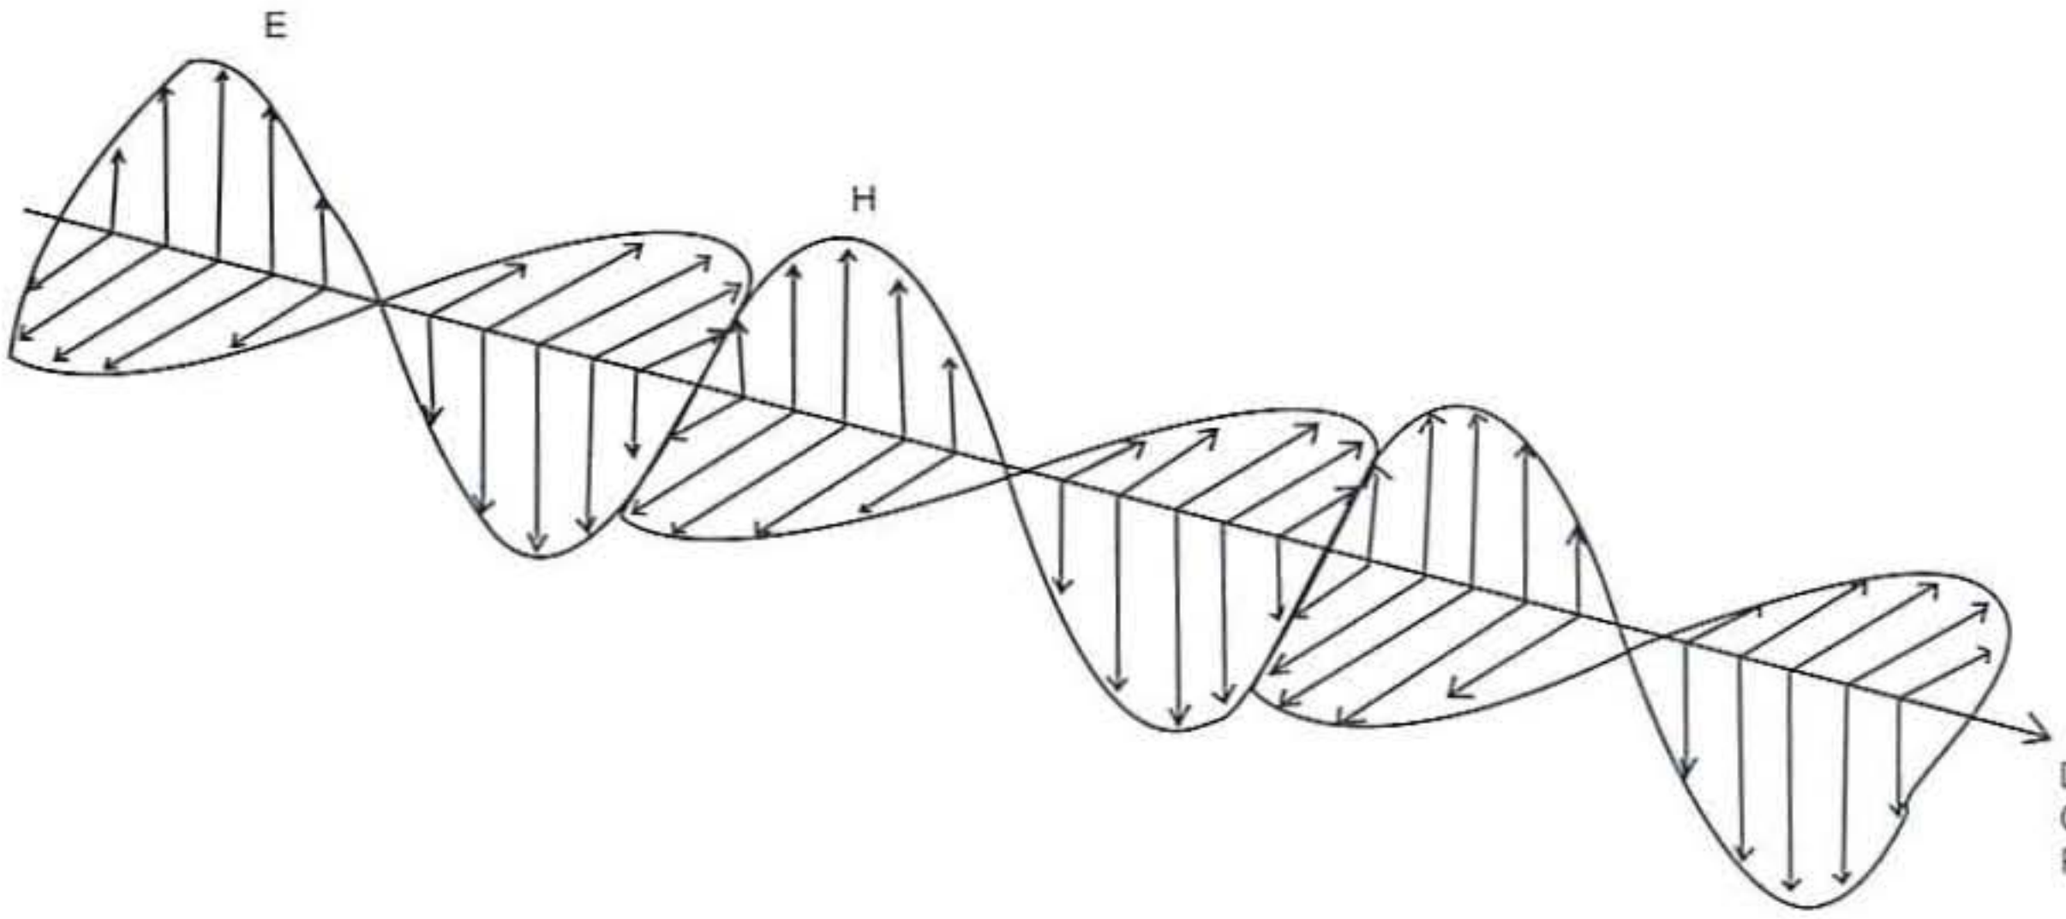
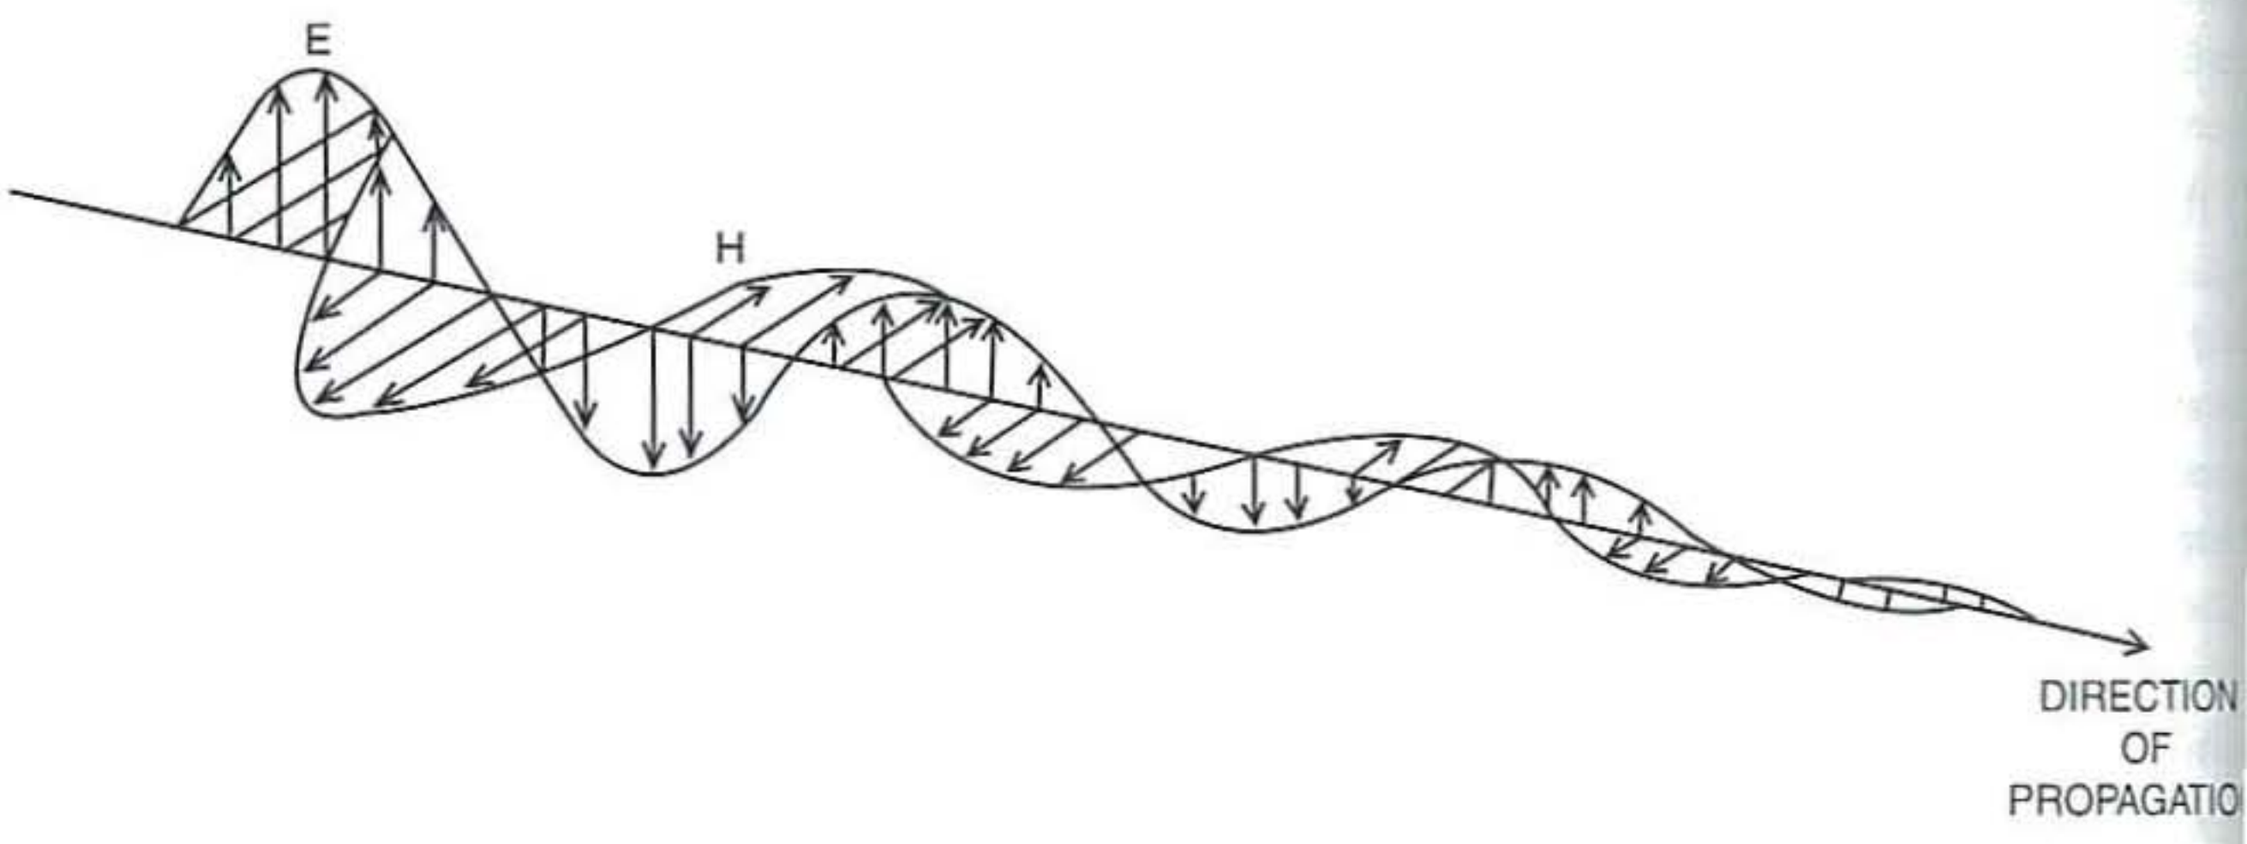

Figure 7-1 *Radiation field propagation*
Figure 7-2 *Induction field propagation*
A brilliant young Scotsman, James Clerk Maxwell, solved this riddle in 1861 by proposing that the equations of electricity needed one more term to represent an electric current that could travel through empty space, but only for very fast oscillations. With that term added (the *displacement current*), the equations of electricity and magnetism allowed a wave to exist, propagating at the speed of light. Figure 7-1 illustrates such a wave—(H) is the magnetic part, (E) the electric part—the term Maxwell added. The wave is drawn propagating just along one line. Actually it fills space, but it would be hard to draw that. An electromagnetic wave is comprised of two fields: a magnetic field (H) and an electric field (E). These combined two fields radiate into space.
The electric field contains three components, one of which is inversely proportional to the distance from the antenna, $1/r$; a second, which is inversely proportional to the square of the distance, $1/r^2$; and a third, which is inversely proportional to the cube of the distance, $1/r^3$. In the case of the electric field, however, all the components are not in phase. The component that is inversely proportional to the cube of the distance ($1/r^3$) has a 90-degree phase relationship with the other two. Thus, two separate electromagnetic fields are produced. In the first, the radiation field, which propagates the farthest, the electric and magnetic fields are at right angles in space and are in phase as shown in Figure 7-1. In the second, the induction field, the electric and magnetic fields are at right angles in space but 90 degrees out of phase, as shown in Figure 7-2.